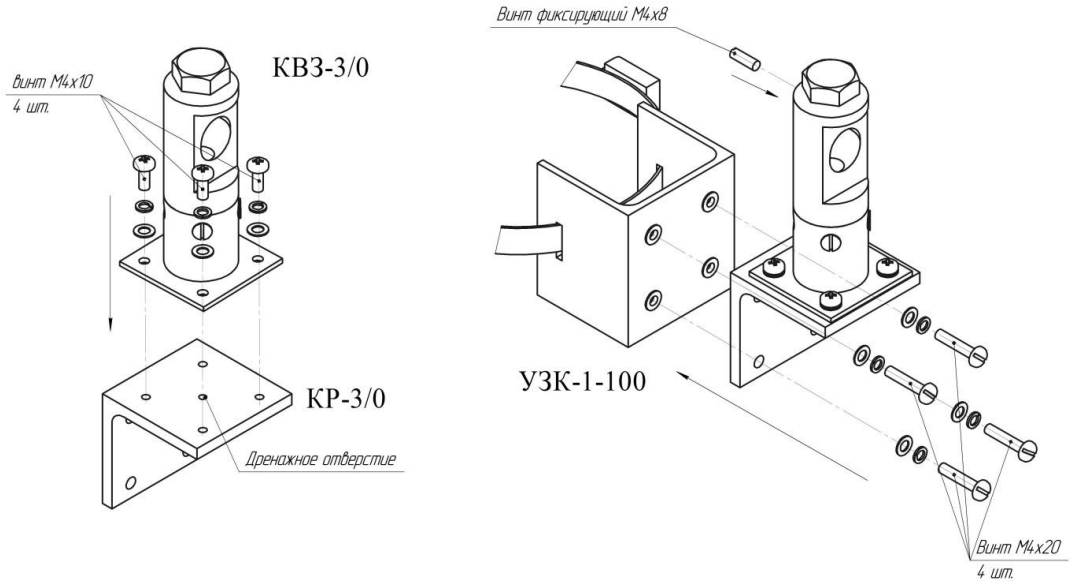
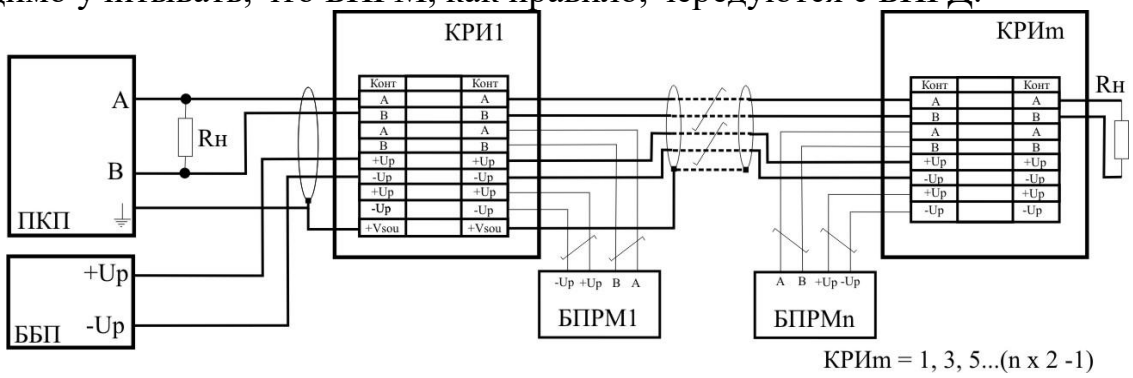

Рис. 10.3
Рис.10.4
10.4.3 На опоре с помощью болтов, гаек и шайб устанавливается необходимый УЗК для одного БПРМ (БПРД) (см. табл. 10.2). Высота установки определяется оперативно-тактическими соображениями и конкретными условиями. Ориентировочная высота установки БПРМ (БПРД) 0,8…1,4м от усредненной поверхности земли (пола) до нижней части БПРД(БПРМ). Пример установки на опоре УЗК-1-100 см. на рис. 10.3.
10.6.2 ***Кабель БПРМ*** подключить* к зажимам КРИ * в соответствии с маркировкой на КРИ (КССТ-1, КС-1, КСТ-2, КС-2), рис. 10.4 и в табл. 10.3 (в табл. 10.4 для модификации «С»). На рис. 10.3 показаны только подключения БПРМ, начиная с первого. Необходимо учитывать, что БПРМ, как правило, чередуются с БПРД.